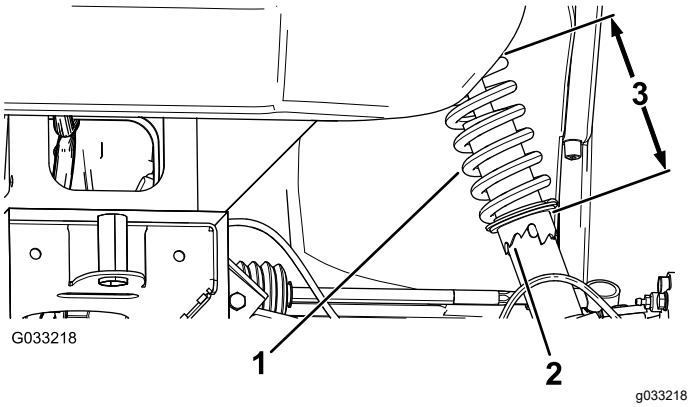

Rysunek 56
2. Jeżeli pochylenie kół wymaga regulacji, za pomocą klucza oczkowego przekręć pierścień na amortyzatorze, aby ustawić koło (Rysunek 56).